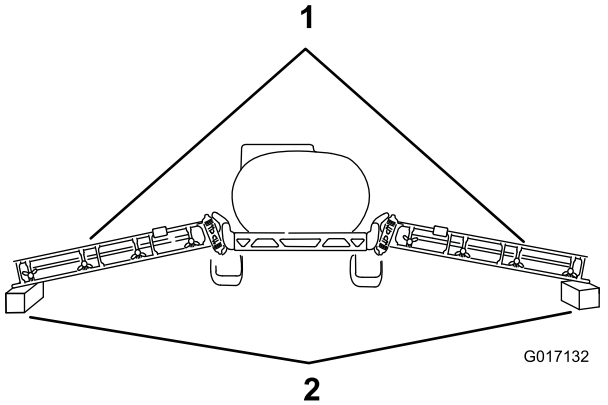

Figuur 5
3. Laat de spuitbomen voorzichtig op houten blokken van ongeveer 10 cm hoog zakken (Figuur 5).